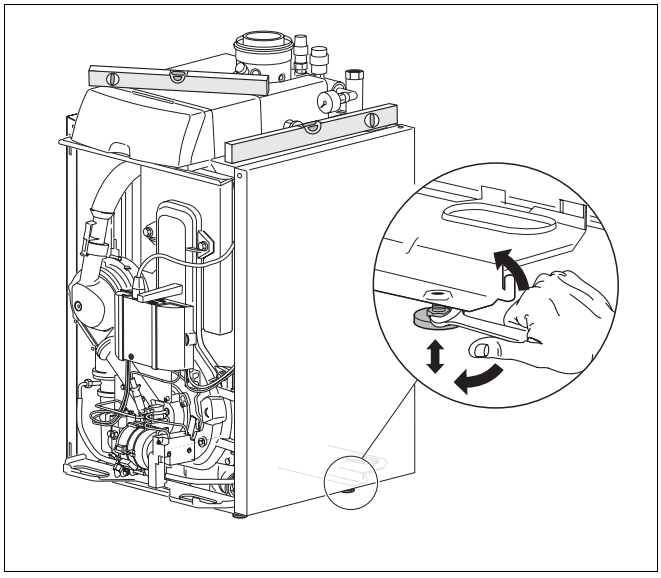

Abb. 18 Heizkessel mit Fußschrauben und Wasserwaage ausrichten
- Heizkessel mit Hilfe einer Wasserwaage in der Waagerechten und Senkrechten ausrichten, damit sich keine Luft im Heizkessel sammeln kann (Abb. 18).